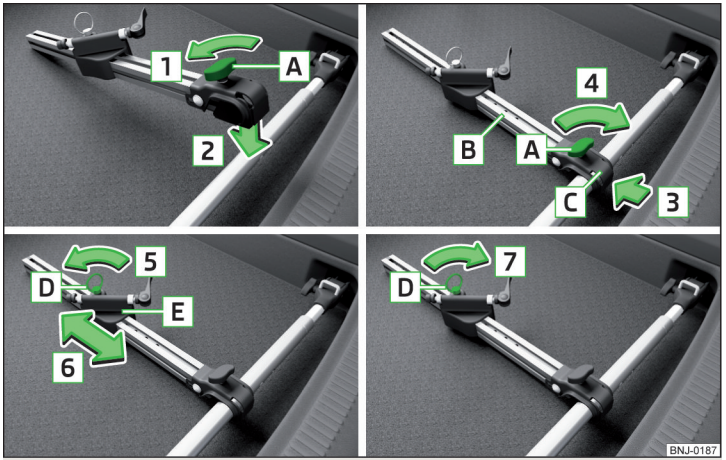

Fig. 107 **Montar el portabicicletas**
› Para **instalar**, aflojar el tornillo A en el portabicicletas (en lo siguiente solamente soporte) en el sentido de la flecha 1 » fig. 107.
- Si se quiere transportar dos bicicletas, entonces aflojar el tornillo A » fig. 107 *de la pág. 86* en el soporte y desplazar el soporte junto con la bicicleta fijada hacia la izquierda.
- Apretar el tornillo A » fig. 107 *de la pág. 86* en el soporte.
- En caso necesario ajustar la posición de la parte deslizable E » fig. 107 *de la pág. 86*.